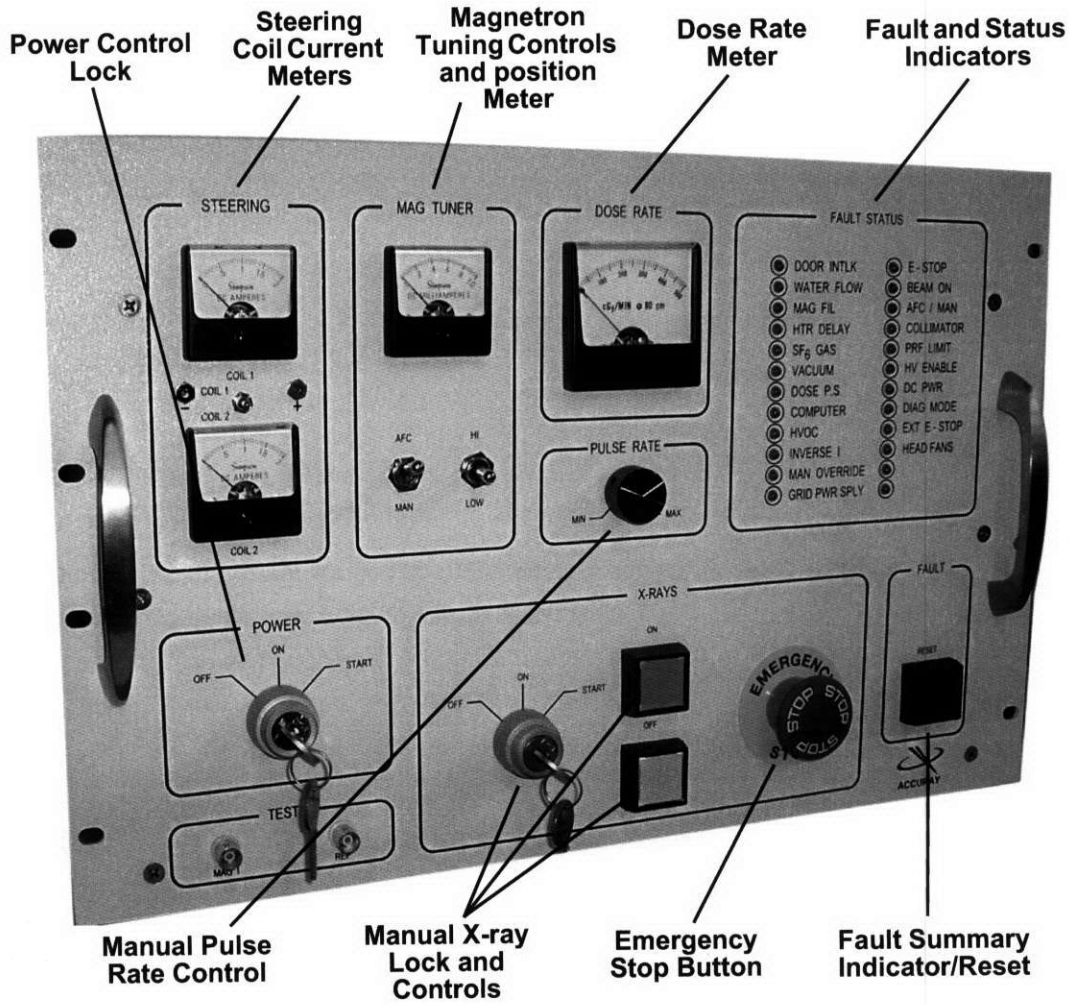

**Figure 4 Modulator Control Chassis**
**Step 11.** Verify that the Modulator Control Chassis (MCC) manual power on key is in the off position. (*Figure 4 Modulator Control Chassis, page 4*).
**Step 3.** Check the Linac gun heater voltage (5.2 ± .5 V) on the MCC (*Figure 4 Modulator Control Chassis, page 4*).
**Step 4.** Check the Linac magnetic heater voltage (9.3 ± .5 V) on the MCC (*Figure 4 Modulator Control Chassis, page 4*).